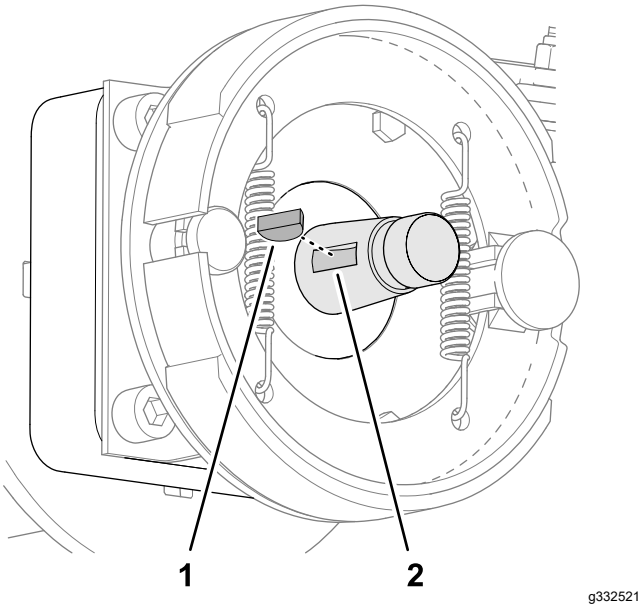

Figure 72
2. Insérez la clavette demi-lune dans la rainure de l'arbre du moteur de roue (Figure 72).